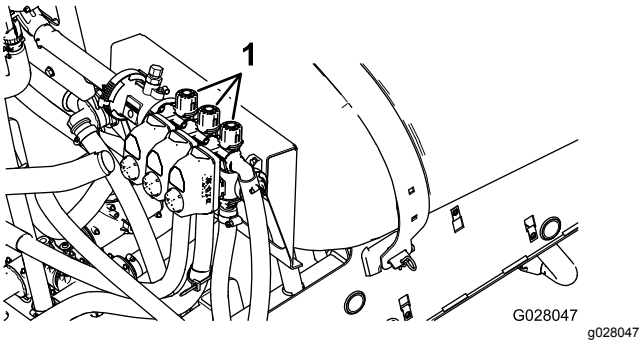

Figur 29
11. Slå av venstre bom og juster bomomløpknotten (Figur 29) helt til trykkmålingen er ved det forrige justerte nivået (vanligvis 2,76 bar).
13. Juster høyre bomomløpsknott (Figur 29) helt til trykkmålingen er ved det forrige justerte nivået (vanligvis 2,76 bar).
15. Juster midtre bomomløpsknott (Figur 29) helt til trykkmålingen er ved det forrige justerte nivået (vanligvis 2,76 bar).